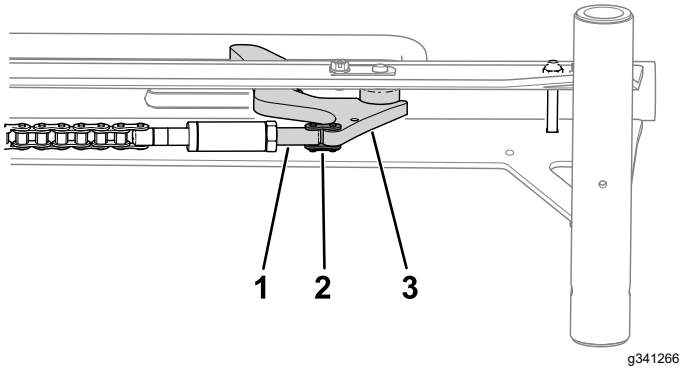

Figuur 4
6. Verbind de spanmoer van de sluitschakel via een sluitschakel met de wielaanslag (Figuur 4).